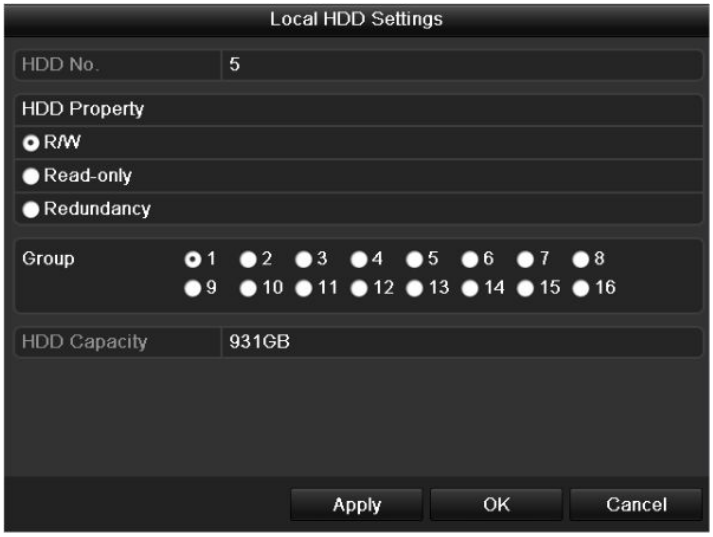

Figure 13. 15 Set HDD Property
2. Select HDD from the list and click the icon to enter the **Local HDD Settings** interface, as shown in Figure 13. 15.